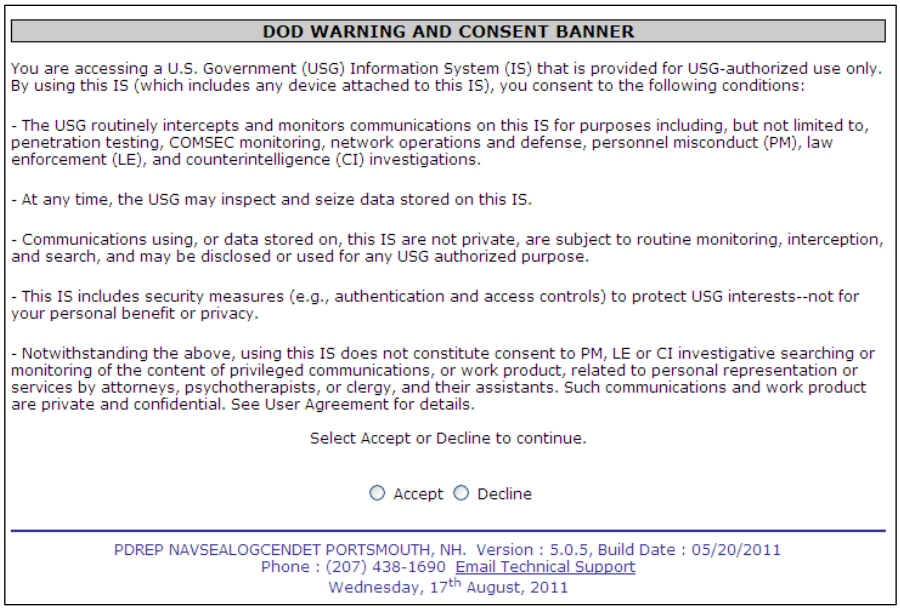

Figure 1.3
d. DoD personnel possessing Common Access Cards (CAC) should click DoD Logon. The Warning and Consent Banner (Figure 1.3) displays.